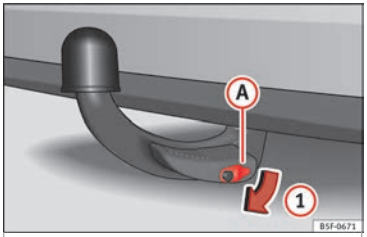

Fig. 230 Removing the lock cover.
- Remove cover (A) from the lock in the direction of arrow (1) ››› Fig. 230.